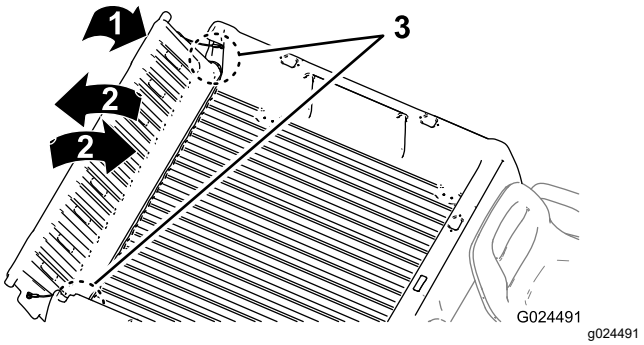

Figur 17
2. Vri baklemmen til ca. 45° vinkel (Figur 17).
3. Beveg baklemmen frem og tilbake flere ganger ved å riste den litt (Figur 17).